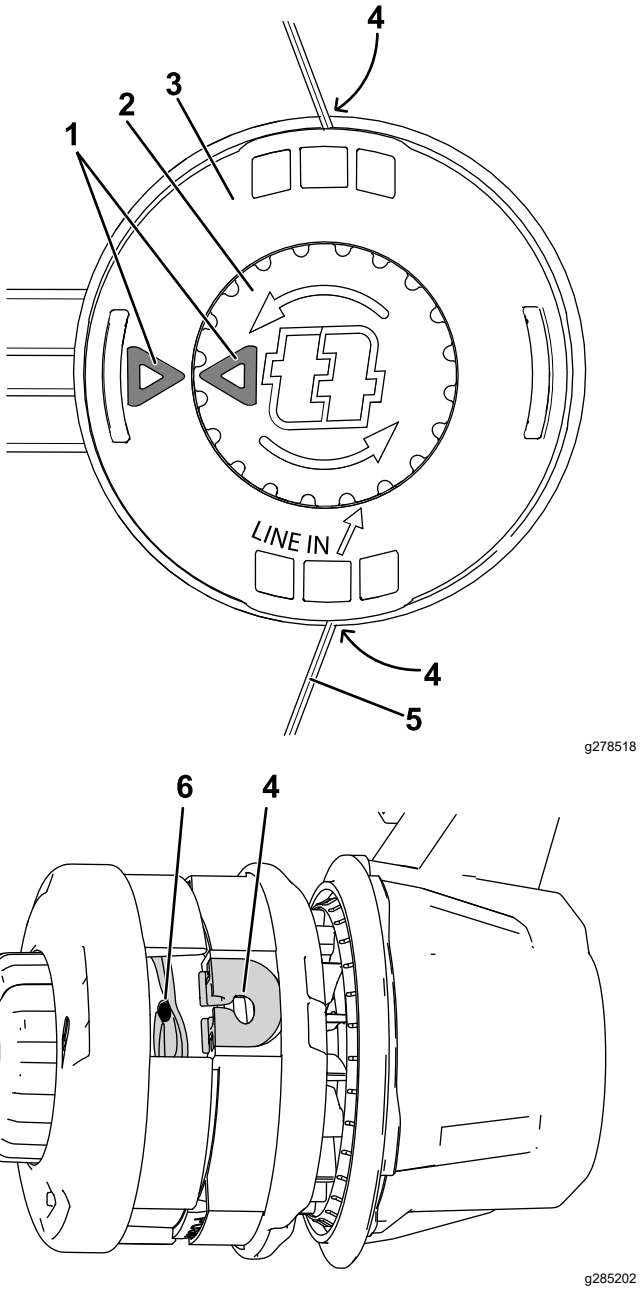

**Figur 13**
4. Tryck på och vrid vredet på trådhuvudet tills pilen på vredet är i linje med pilen på trådhuvudet (Figur 13).